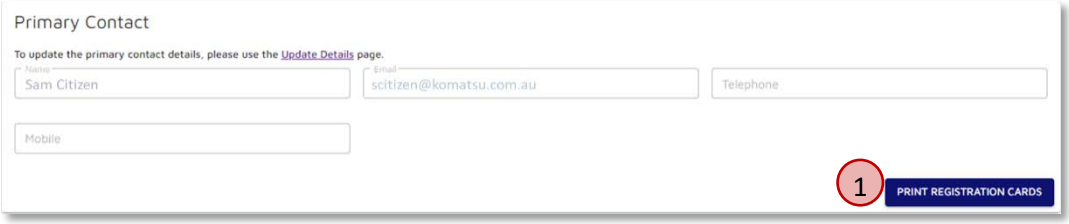

Figure 4.8 Sample Registration – Primary Contact & Card Download
Finally, the sample registrations are now complete, and can be printed by clicking the **Print Registration Cards** button (① in Figure 4.8). This will send all of the information we have entered on the page to the CMS team, and provide us with a PDF of all the sample registrations, including barcodes for sample tracking.